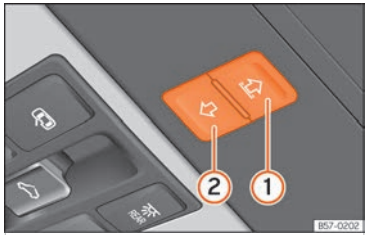

Fig. 65 On the interior roof lining: function button to operate the sun blind.
- If it still cannot be closed, within 5 seconds press the button ››› Fig. 65 ② until the blind closes fully. **The blind closes without the intervention of the anti-trap function!**